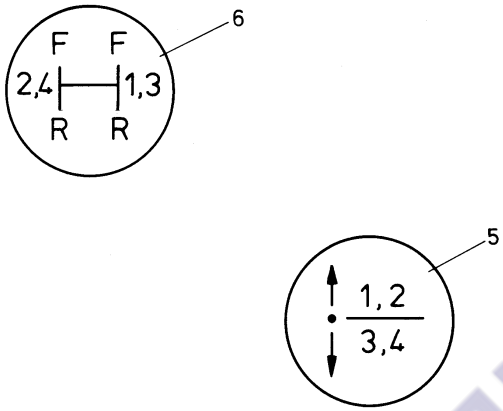

Рис. 4.16. Переключение передач
Коробка передач гидромеханическая, вальная, имеет по четыре передачи вперед и назад и нейтральное положение. Диапазон скоростей движения переключаются вручную с помощью рычага (5) путем перемещения его вперед или назад (Рис. 4.16.), в том время как передачи и направление движения машины выбирается перемещениями рычага (6) вперед или назад по «Н»-образному вырезу в направляющей пластине (смотри Рис. 4.16.).